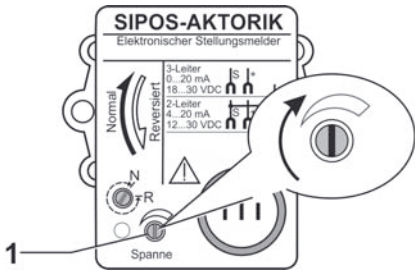

Fig. 13 : Réglage du courant de sortie 20 mA
2. Régler le courant de sortie à l'aide du régulateur d'écart (fig. 13, pos. 1) sur 20 ± 0,02 mA.